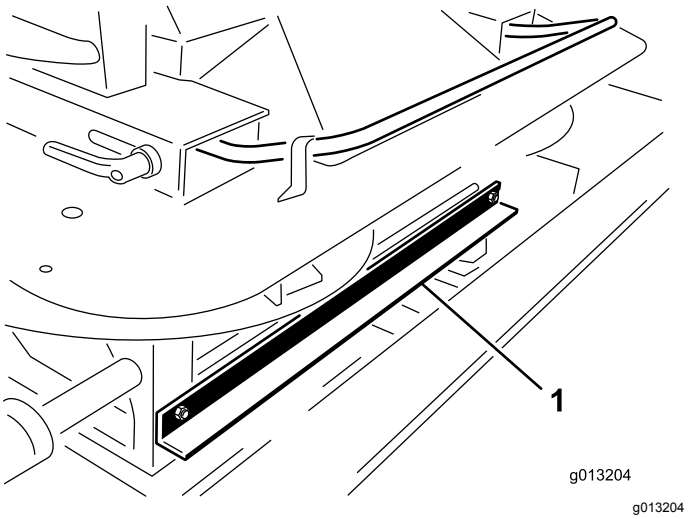

Figur 4
3. Fjern de 2 bolte og møtrikker fra forenden af den dobbelte spinder, som fastgør leveringsbeslaget fra maskinens løfteanordning på den dobbelte spinder (Figur 4).